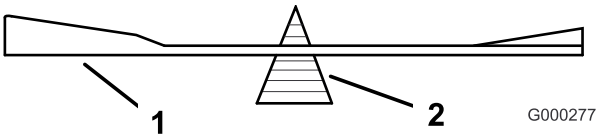

Figura 58
2. Verifique el equilibrio de la cuchilla colocándola sobre un equilibrador de cuchillas (Figura 58). Si la cuchilla se mantiene horizontal, está equilibrada y puede utilizarse. Si la cuchilla no está equilibrada, rebaje algo el metal en la parte de la vela solamente (Figura 58). Repita este procedimiento hasta que la cuchilla esté equilibrada.